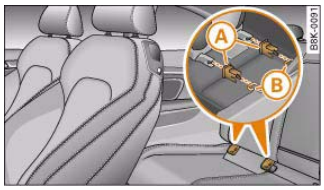

Fig. 202 The ISOFIX child safety seat is pushed into the protective sleeves.
– Fit the protective sleeves (A) onto the retainers (B) between the backrest and the seat cushion ⇒ *page 191,* fig. 202.
– Push the mountings on the child safety seat into the protective sleeves until they engage audibly (2x) ⇒ *page 191,* fig. 202.